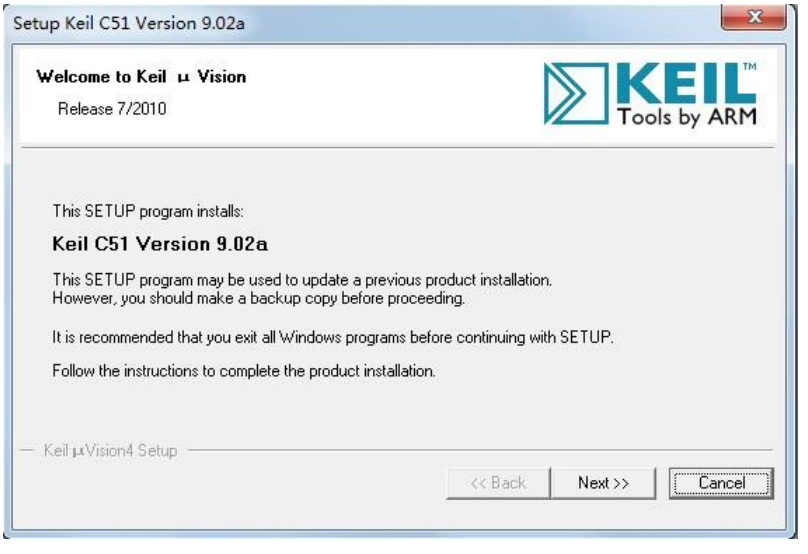

图 1-1　Keil 安装欢迎界面
1、首先准备 Keil uVision4 安装源文件，双击安装文件，弹出安装的欢迎界面，如图 1-1 所示。